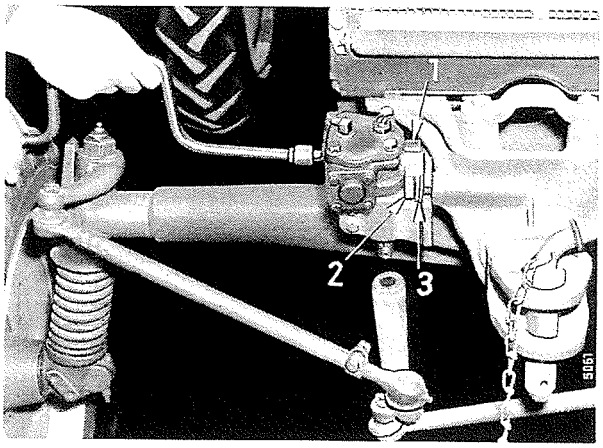

Bild 432
Die beiden Befestigungsschrauben des Lenkgetriebehalters (1) und (2) herausschrauben und die Lenkung mit Halter vom Schlepper abnehmen, Bild 432.